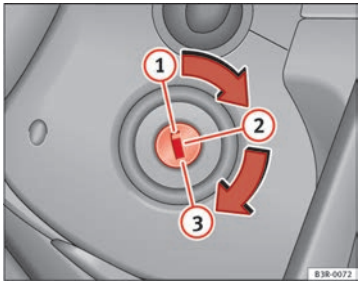

Abb. 135 Stellungen des Zündschlüssels
– Drehen Sie den Zündschlüssel in Position (1) ⇒ Abb. 135.